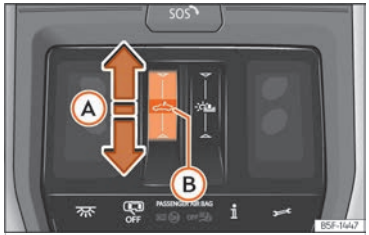

Fig. 86 En el revestiment interior del sostre: tecla del sostre de vidre.
- Moviment automàtic: feu lliscar el dit cap enrere sobre l'àrea funcional ››› **fig. 86** (A).
nal ›› fig. 86 (A) i mantingueu-la pressionada fins que el sostre es tanqui completament.